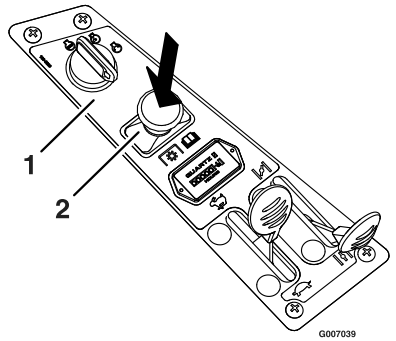

Figuur 9
2. Schakel de maaimessen uit door de aftakasschakelaar op UIT te zetten (Figuur 9).